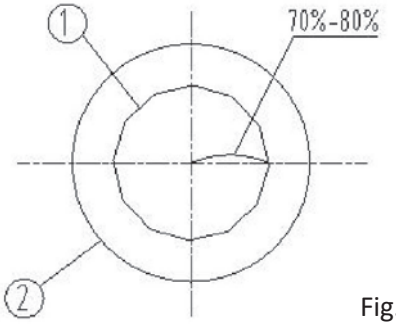

Fig. 13
La apertura del diafragma define la apertura numérica de la iluminación. Para obtener los mejores resultados se tienen que parear la apertura numérica del diafragma con la apertura numérica de los objetivos, de esta manera se obtiene una mejor definición y contraste de la imagen, así como se amplía la profundidad del campo de observación. Como usualmente el contraste es bajo mueva la perilla a ③ la posición marcada en la base del condensador ④ acorde al objetivo en uso, para ajustar la apertura numérica de la iluminación del objetivo a un 70-80%. Se puede quitar el ocular cuando sea necesario ver desde el tubo. Ajuste el aro del condensador ③ como se ve en la imagen (fig. 13), para ajustar la proporción. (Imagen de la apertura de diafragma ① borde del objetivo ②).